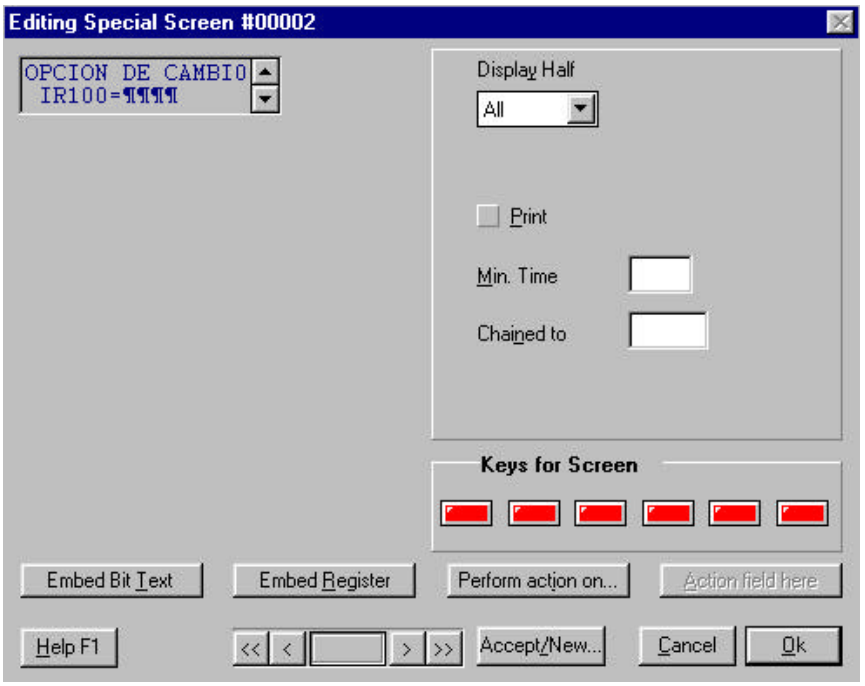

Figura 5.3.2.a
Nelle schermate del NT2S si possono configurare le seguenti funzioni, come mostrato nella figura 5.3.2.a.
2. **A livello locale**: si possono programmare i tasti con una funzione diversa in ogni schermata. La programmazione avviene all'interno della finestra di editazione delle schermate riportata nella figura 5.3.2.a., nella parte che corrisponde alla seguente figura: